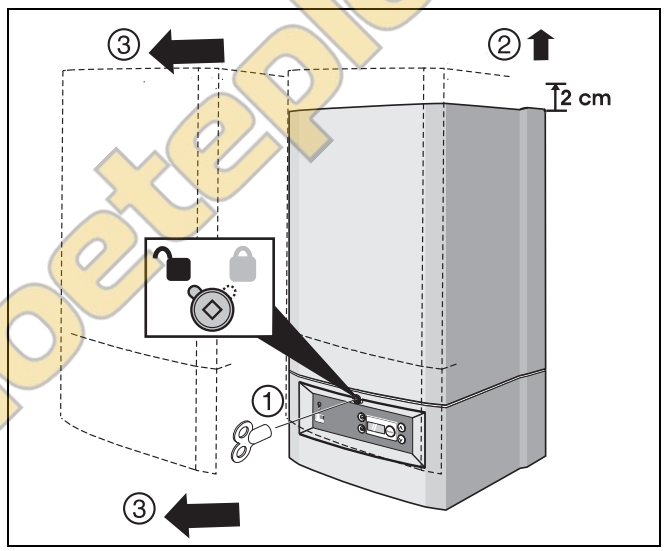

Рис. 16 Снимите кожух
- Отверните стопорный винт ключом для отопительных приборов и снимите кожух (→ рис. 16).